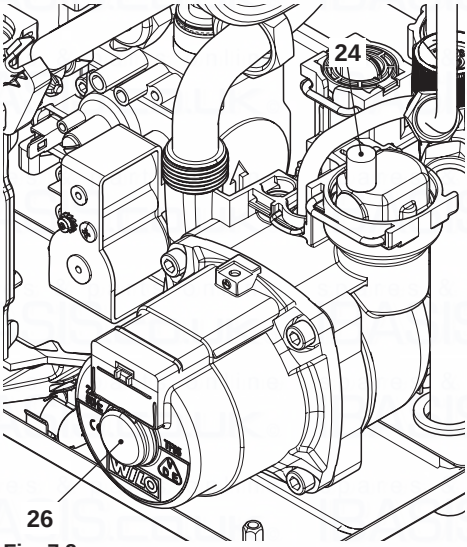

Fig. 7.2
- Lift the plug on the automatic air purger valve 24 in Fig. 7.2 and leave open permanently.
- Purge the air from the pump by unscrewing the pump plug 26 (Fig. 7.2); release the pump shaft by turning in the direction indicated by the arrow on the information plate.